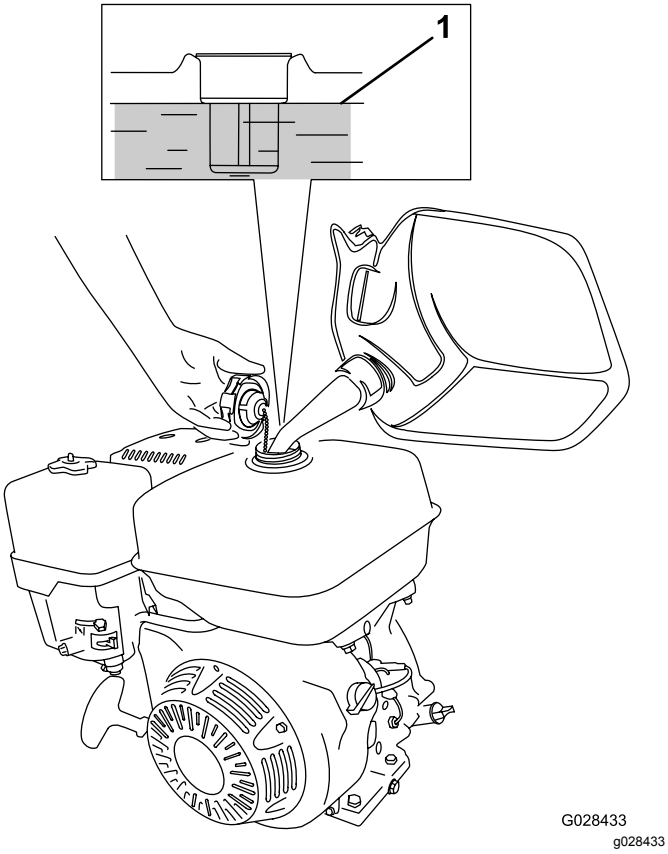

Figur 23
1. Rengør området omkring brændstoftankens dæksel, og tag dækslet af tanken (Figur 23). Fyld brændstoftanken med blyfri benzin (mindst 87 oktan) til cirka 25 mm under kanten af tanken for at give brændstoffet plads til at udvide sig.